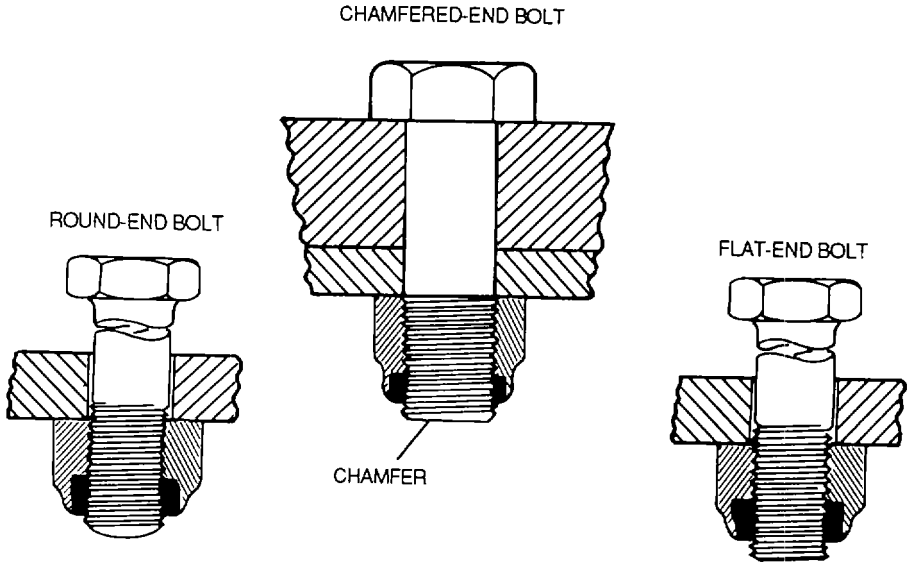

Figure 2-21. Self-Locking Nut Installation Limits
(b) Limitations. Self-locking nut installation limits are shown in figure 2-21. The limit criteria as applicable are as follows:
- Round- or chamfered-end bolts or screws, as shown in figure 2-21, must extend at least the full round or chamfered area plus one thread pitch through the nut.
- Flat end bolts or screws, as shown in figure 2-21, shall extend at least two thread pitches through the nut.